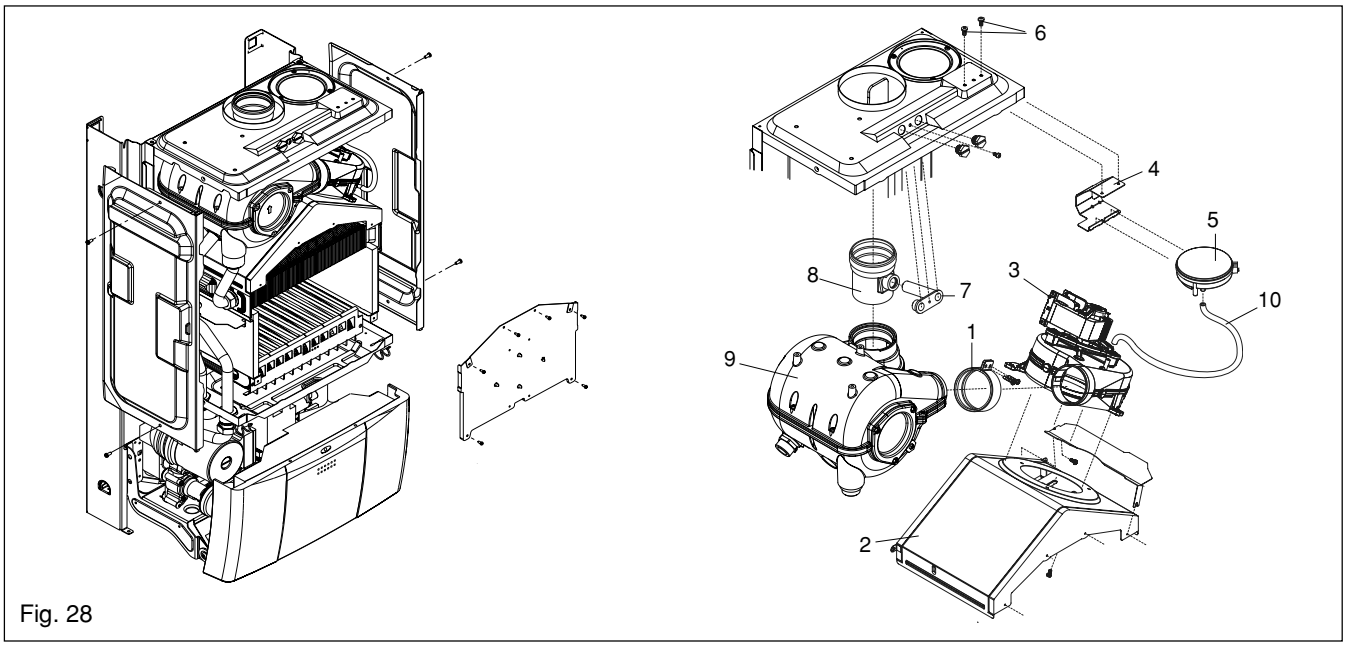

Fig. 28
Fig. 28: disconnect the electrical connections and silicone tubes (10) attached to the fan, noting their positions. Locate and remove the screws (6) that secure the analogue pressure switch assembly (4 & 5). Locate and remove the screws that secure the flue hood and air baffle, disconnect the flue clip (1) from the fan-flue elbow, and gently ease the fan (3) & flue hood assembly (2) from its location. Locate and remove the four screws that secure the fan to the flue hood. Remove the fan to flue elbow. Replace in the reverse order. Ensure all seals are in good condition, taking care to ensure they are replaced correctly.
Fig. 28: locate and remove the two screws (6) holding the air pressure switch to the air chamber. Disconnect the electrical connections and silicone tubes (10) attached to the air pressure switch, noting their positions. Replace in the reverse order. Ensure all seals are in good condition, taking care to ensure they are replaced correctly.